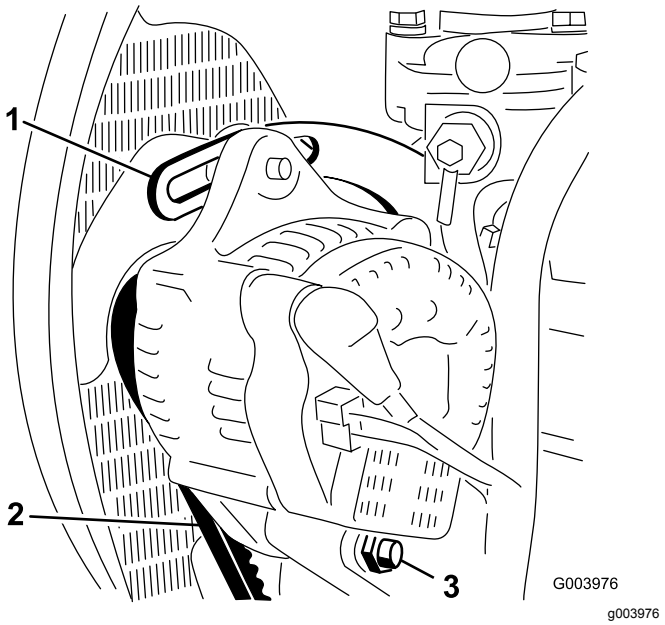

Figur 65
2. Kontroller spenningen ved å trykke ned remmen (Figur 65) midt mellom vekselstrømsgeneratoren og veivakselrullene med en kraft på 10 kg.
3. Løsne skruene som fester avstiveren til motoren (Figur 65), skruen som fester vekselstrømsgeneratoren til avstiveren og svingbolten.